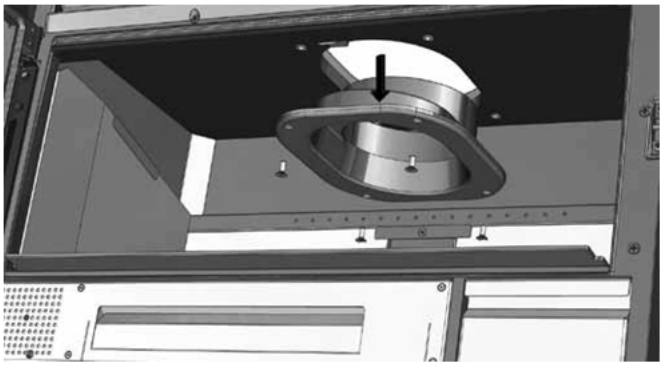

FIG. 12
2. Sortez la cheminée en tirant d'elle vers le bas. **¡ATTENTION! TENEZ LA CHEMINÉE D'UNE MAIN AVANT DE DESSERRER LE DERNIER VIS POUR ÉVITER QUE LA CHEMINÉE TOMBE** (Fig. 12).